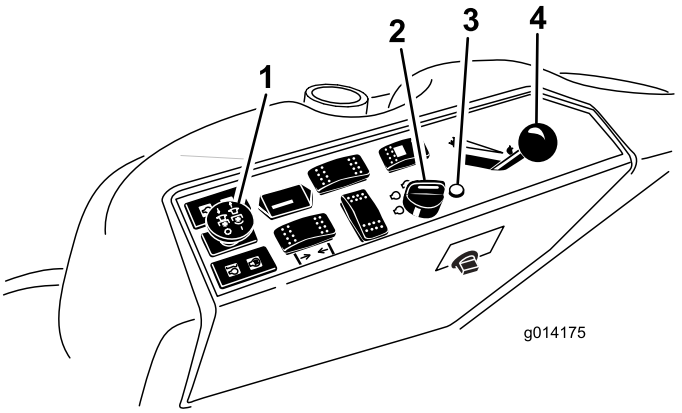

**Figur 11**
4. Sæt kontakten til kraftudtaget i den udkoblede position (Figur 11).
5. Flyt gashåndtaget, så det står midtvejs mellem Hurtig og Langsom position (Figur 11).